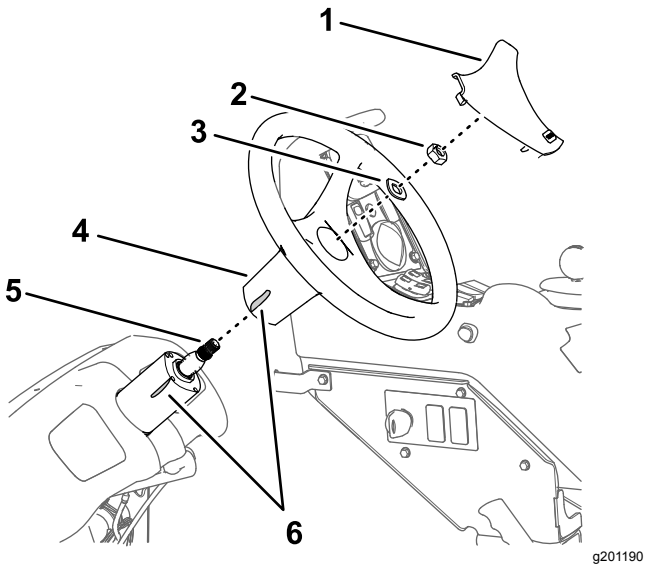

Figuur 159
1. Gebruik een stukje tape om de positie van het stuurwiel op de stuurklep te markeren (Figuur 159).
2. Verwijder de kap van het stuurwiel (Figuur 159).
3. Verwijder de moer (5/8 inch) en ring (5/8 inch) waarmee het stuurwiel op de stuurklep bevestigd is, en verwijder het stuurwiel (Figuur 159).